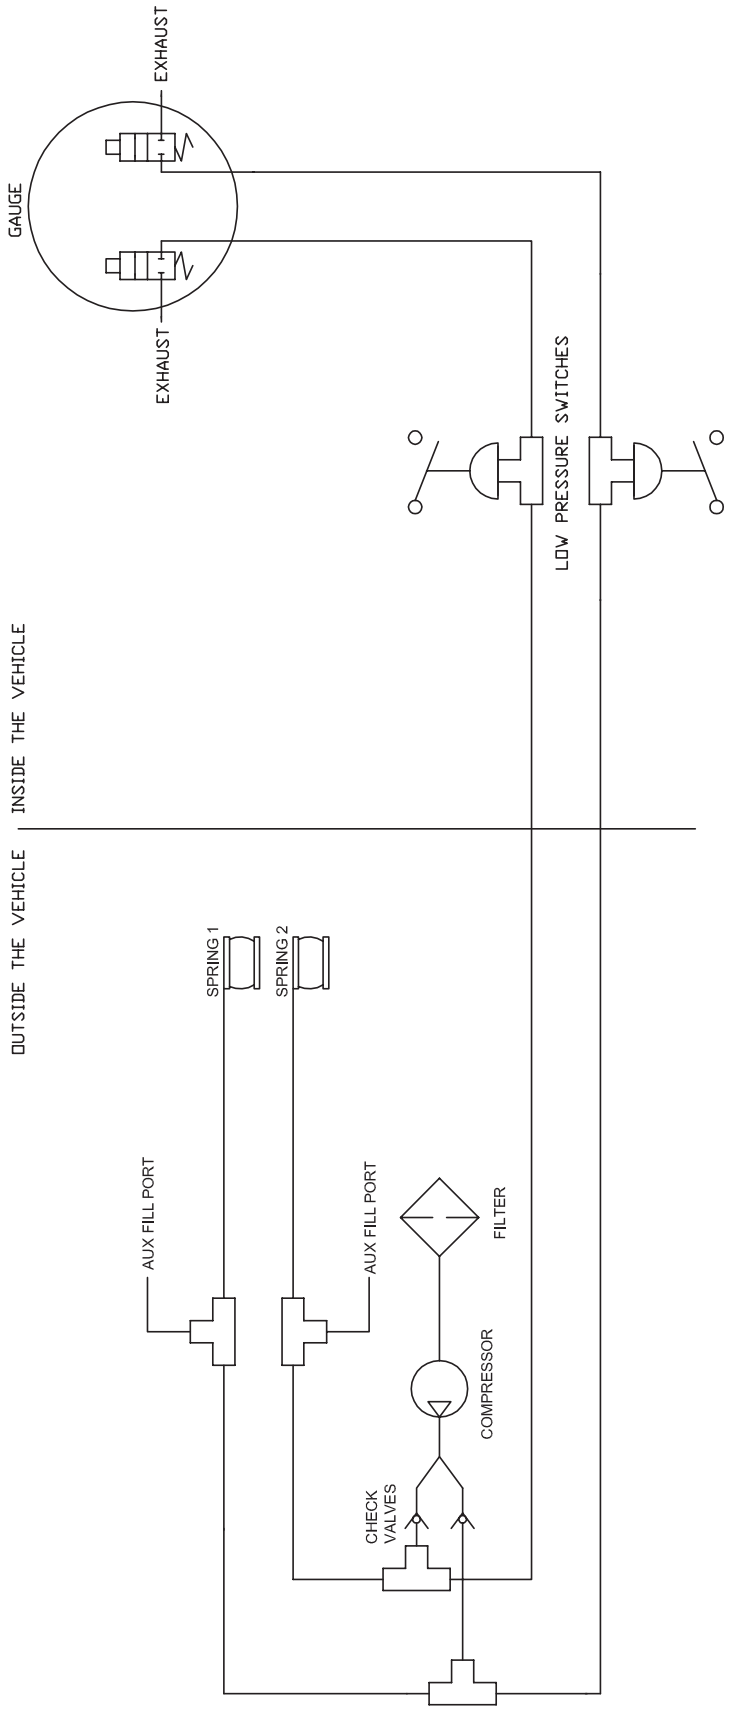

fig. 3
e. Route air lines into cab from “T” fitting and attach to pressure switch assembly as shown in the pneumatic schematic (figs. 3 and 10).